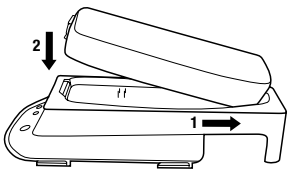

Fig. 2
4. Carga de la batería: Asegúrese de que los contactos eléctricos dorados de la batería y el cargador estén limpios, secos y sin residuos. Inserte el paquete de batería en el Soporte de Carga de la Batería TR-340 de 3M™, introduciendo primero el extremo anterior de la misma. Coloque el extremo frontal hacia abajo hasta que haga clic en su lugar (Fig. 2), así comenzará la carga.